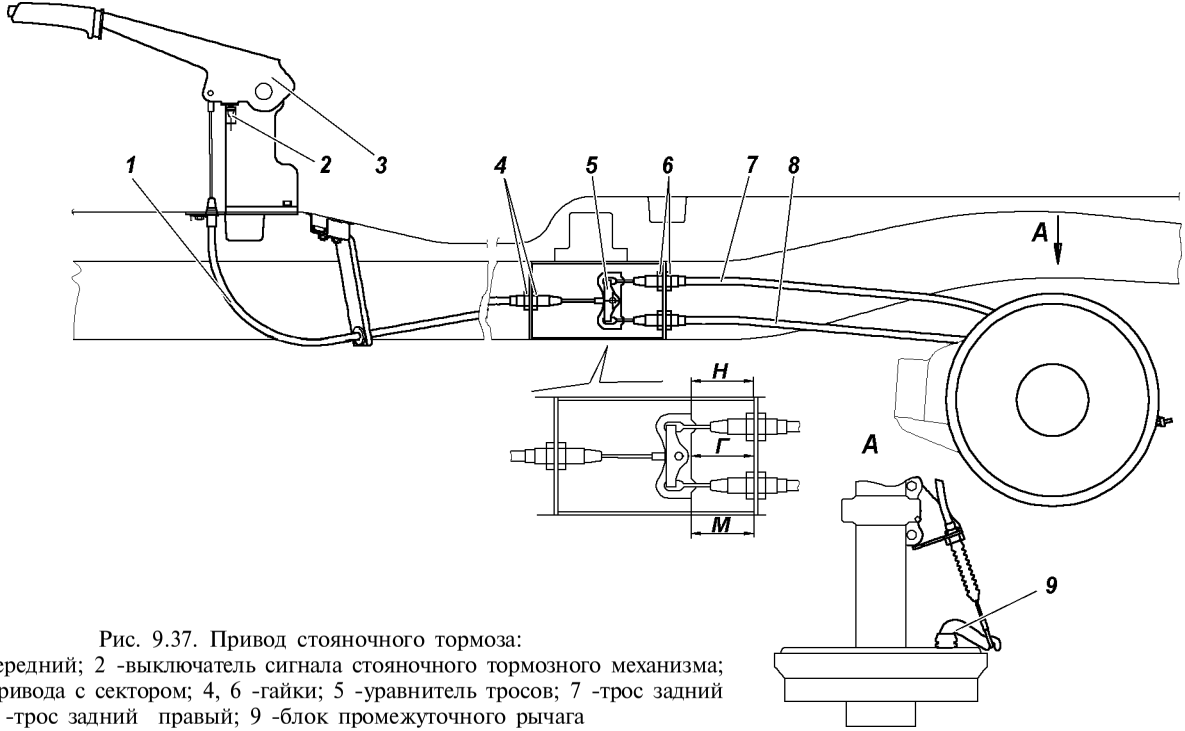

Рис. 9.37. Привод стояночного тормоза:
Колесный стояночный тормоз действующий на тормозные колодки задних колес (рис. 9.37).
3. Установите рычаг стояночного тормоза 3 (рис. 9.37) в нижнее положение.